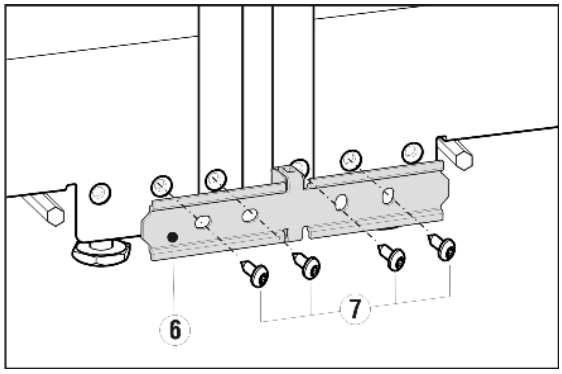

Fig. 12
- Push the appliances together, realign them, and secure the mounting bracket *Fig. 12 (6)* tightly with the supplied screws *Fig. 12 (7)*.